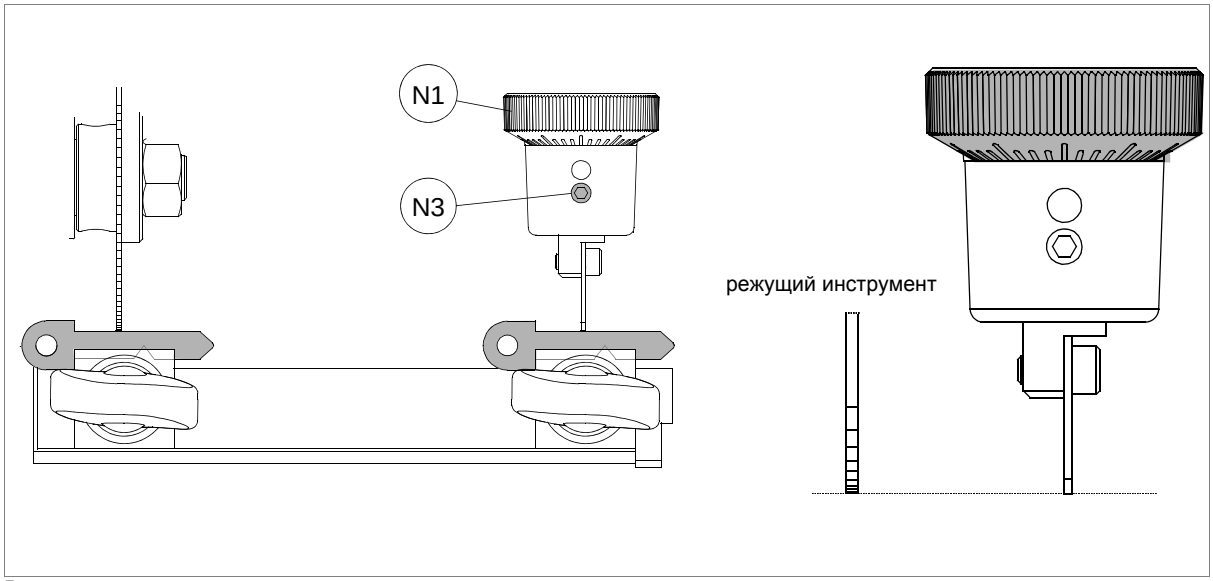

Рис. 19
2) Закрепите регулировочные ключи в зажимах (рис. 19) на второй стороне (для ключей для почтовых ящиков - рис. 35);
3) Зафиксируйте зажимы в горизонтальном положении с помощью штифта (L).
4) Поднимите каретку, чтобы регулировочные ключи вошли в контакт с копиром и режущим инструментом (рис. 19).